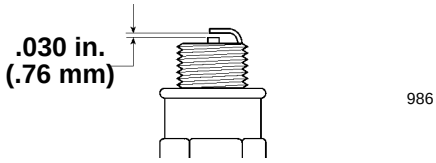

**Figure 27**
5. Set the gap on the new plug to 0.030 in. (0.76 mm) (Fig. 27).